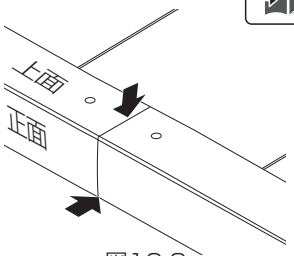

図16-3
③水上側側枠の端部を水下側側枠の端部に突き当て、【11-1】で連結部から取り付けてください。(図16-3)